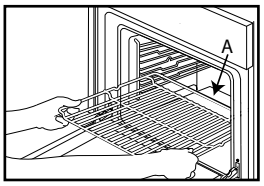

Fig. 1
1. Schuif het rooster horizontaal in de oven, met het verhoogde gedeelte "A" omhoog gericht *(Fig.1)*.